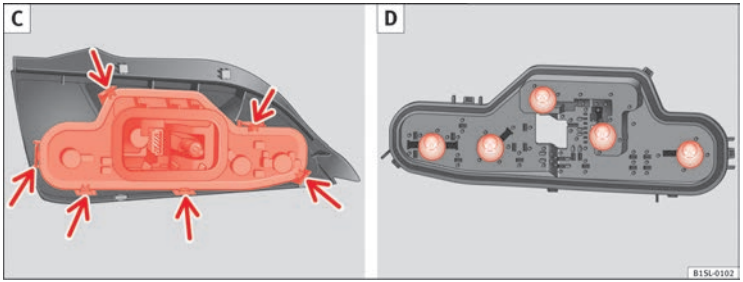

Fig. 149 Tail light unit: C: Remove the bulb holder, D: Remove the bulbs.
9.	Unlock the bulb holder locking tab (arrow) ⇒ fig. 149 **C** and remove the bulb holder from the tail light.
10.	Replace the faulty bulb by a new identical bulb ⇒ fig. 149 **D**.
11.	Place the lamp holder in the tail light unit. The attachment tabs (arrow) should audibly click into place ⇒ fig. 149 **C**.